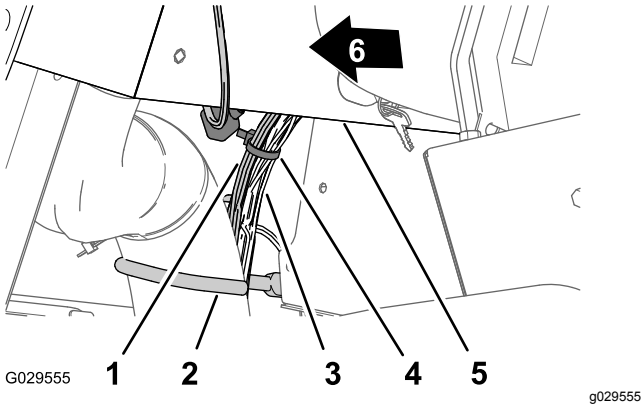

Figur 199
5. Sätt fast kablagets instrumentbrädsdel på 240 cm på maskinens kablage bredvid kabel- och slangkroken med ett kabelband (Figur 199).